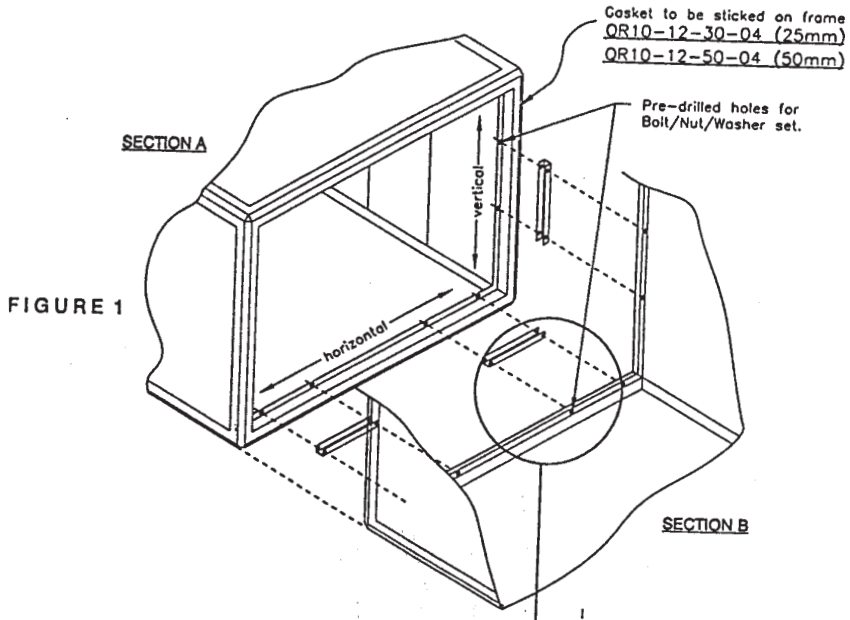

FIGURE 1
c. Affix the gasket (that is supplied with the unit) along the edges of the aluminium frame that is required to be joined together. (refer figure 1)
d. Locate the pre-drilled holes along the horizontal and vertical frame.(refer figure 1)